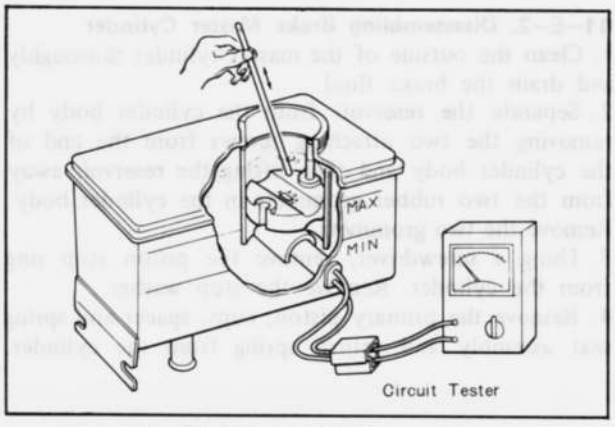

Fig. 11–6 Check fluid level sensor
2. Connect the circuit tester to the coupler and check the continuity by moving the float up and down as shown in Fig. 11–6.